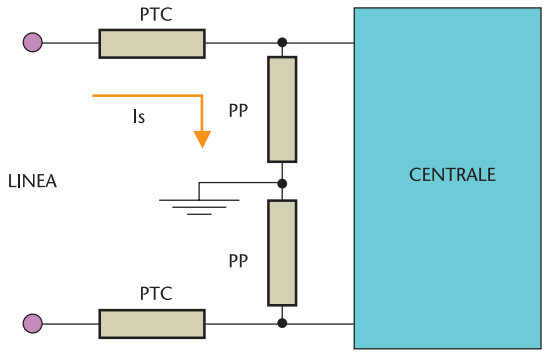

Figura 16 Protezione su base PTC
Il termistore o PTC (Positive Temperature Coefficient) è invece un dispositivo che manifesta un rapido incremento di resistenza ohmica in funzione della temperatura. Il funzionamento (vedere figura 16) è il seguente: quando si verifica un disturbo impulsivo sulla linea, la protezione parallela (PP) si attiva per prima. A questo